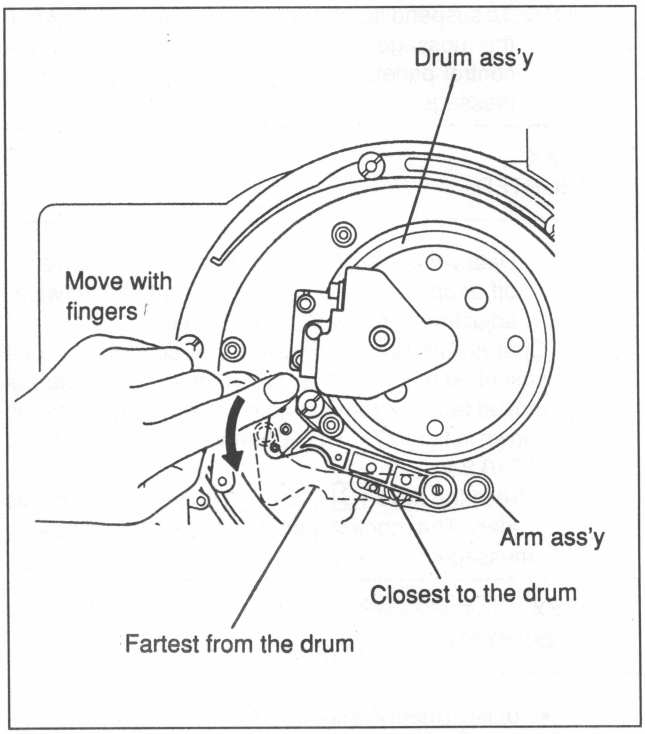

Fig.7-10-17 Tension Senser GAIN/OFFSET Adjustment
(1) Put the loading ring ass'y into the threading end state.
(2) Connect Ch-1 of an oscilloscope to TP31 on SV-116 board.
(3) Operate the number keys on the control panel as described below so that, when the arm assembly is moved closest to the drum assembly by finger as shown in figure 7-10-17, Ch-1 will have a value of 0±0.2 V.
(4) Operate the number keys on the control panel as described below so that, when the arm assembly is moved farthest from the drum assembly by finger as shown in figure 7-10-17, Channel 1 will have a value of 5±0.2 V.
B. The tension regulator sensor block is composed of the following components. (Fig. 7-10-17).